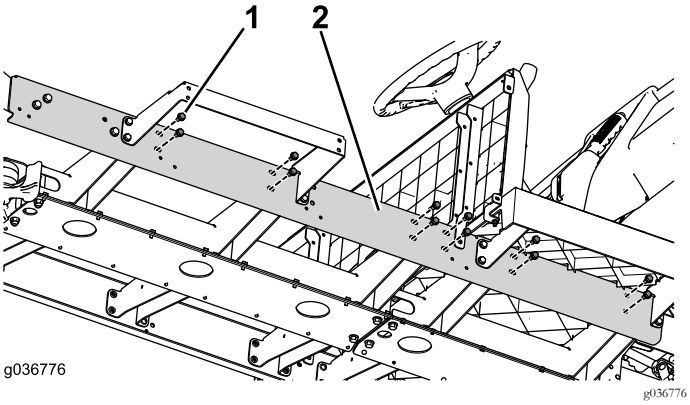

Bild 79
3. Bringen Sie die restlichen Befestigungen am Kanal an (Bild 79).